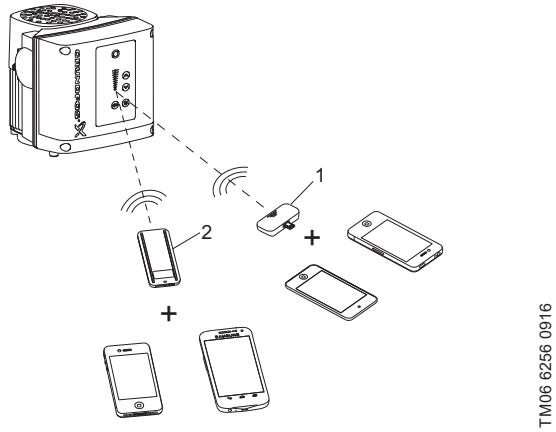

Рис. 18 Связь между Grundfos GO Remote и насосом посредством инфракрасного сигнала
Grundfos GO Remote работает с двумя различными мобильными интерфейсами (MI). См. рис. 18.